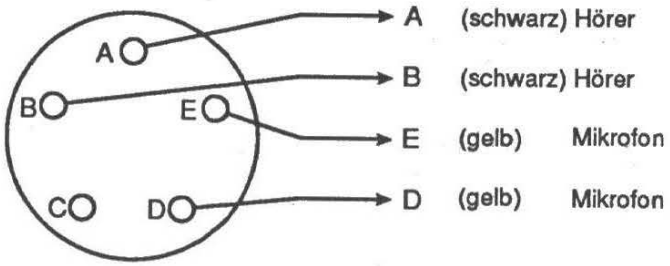

Fig 28 Anschlüsse an Mikrotel–Stecker
- Neuen Mikrotel–Stecker mit Anschlüssen (je ca 20 cm) versehen, siehe Fig 28